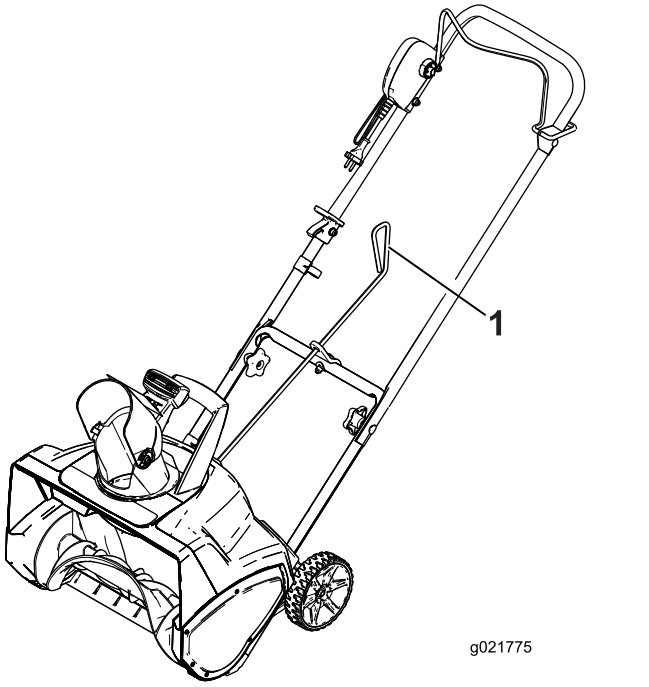
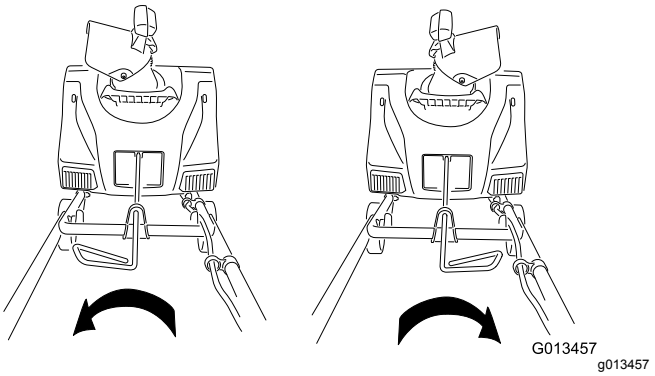

Figur 6
Figur 7
4. Kontrollera att handtaget på reglagestången till utkastaren pekar uppåt (Figur 6) och för in stången i det maskinbearbetade införingshålet baktill på kåpan.
6. Kontrollera att handtaget på utkastarens reglagestång rör sig i samma riktning som utkastaren (Figur 7).
För att justera utkastaren flyttar du handtaget till utkastarens reglagestång i den riktning som du vill att snön ska slungas i väg (Figur 6 och Figur 7).